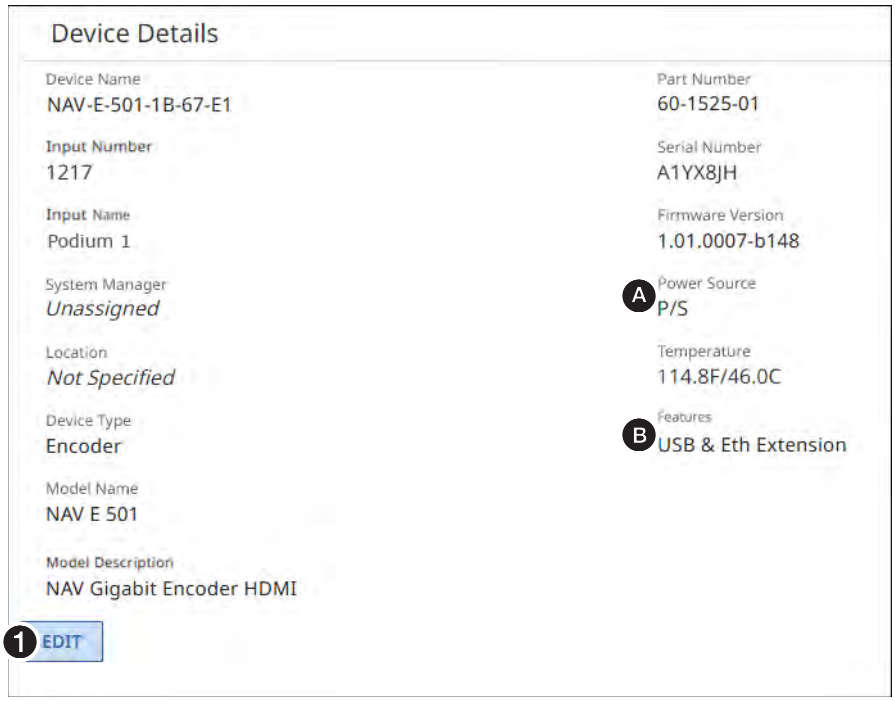
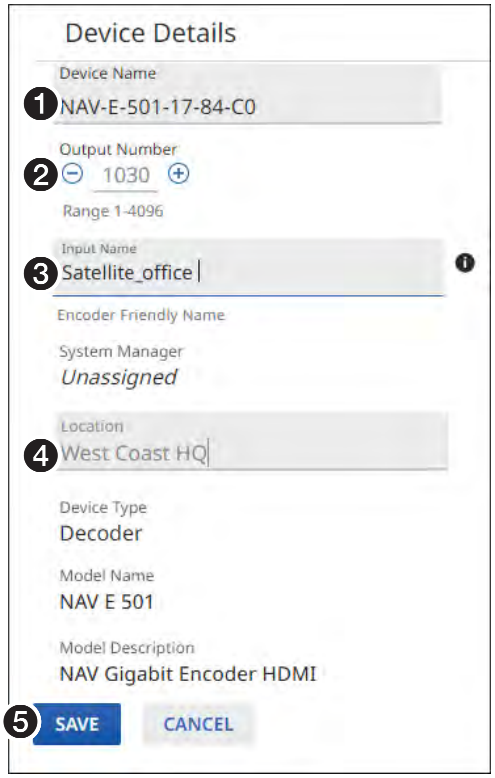

Figure 58. Device Details Selection
Figure 59. Editable Device Details Pane
The Device Details selection on the General Settings page (see **figure 57**) opens a read-only pane that shows general information unique to the encoder (see figure 58). The Device Name, Input Number, and Location can be edited by clicking the **EDIT** button (❶). An editable version of the selection opens (see **figure 59**).
- The read-only Power Source datum (see figure 58, Ⓐ) indicates the power source of the encoder: P/S (power supply) or PoE.